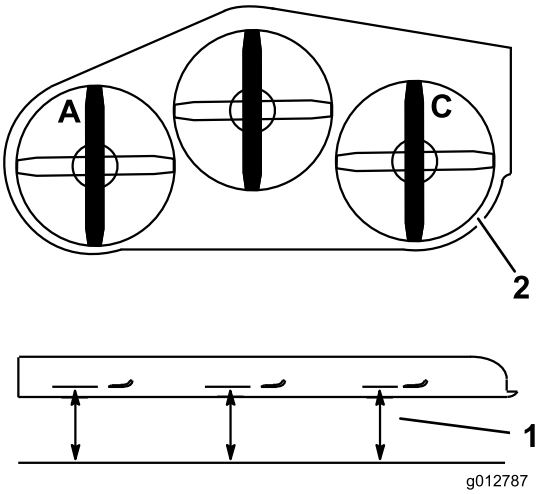

Figur 86
1. Plasser den venstre kniven på langs (Figur 86).
2. Mål den venstre kniven ved **A**-plasseringen, fra en jevn overflate til knivveggen på knivspissen, og noter denne målingen (Figur 86).
3. Plasser den høyre kniven på langs (Figur 86).
4. Mål den høyre kniven ved **C**-plasseringen, fra en jevn overflate til knivveggen på knivspissen, og noter denne målingen (Figur 86).
2. Plasser den venstre kniven på langs (Figur 86).
3. Mål den venstre kniven ved **A**-plasseringen, fra en jevn overflate til knivveggen på knivspissen, og noter denne målingen (Figur 86).
4. Plasser den høyre kniven på langs (Figur 86).
5. Mål den høyre kniven ved **C**-plasseringen, fra en jevn overflate til knivveggen på knivspissen, og noter denne målingen (Figur 86).